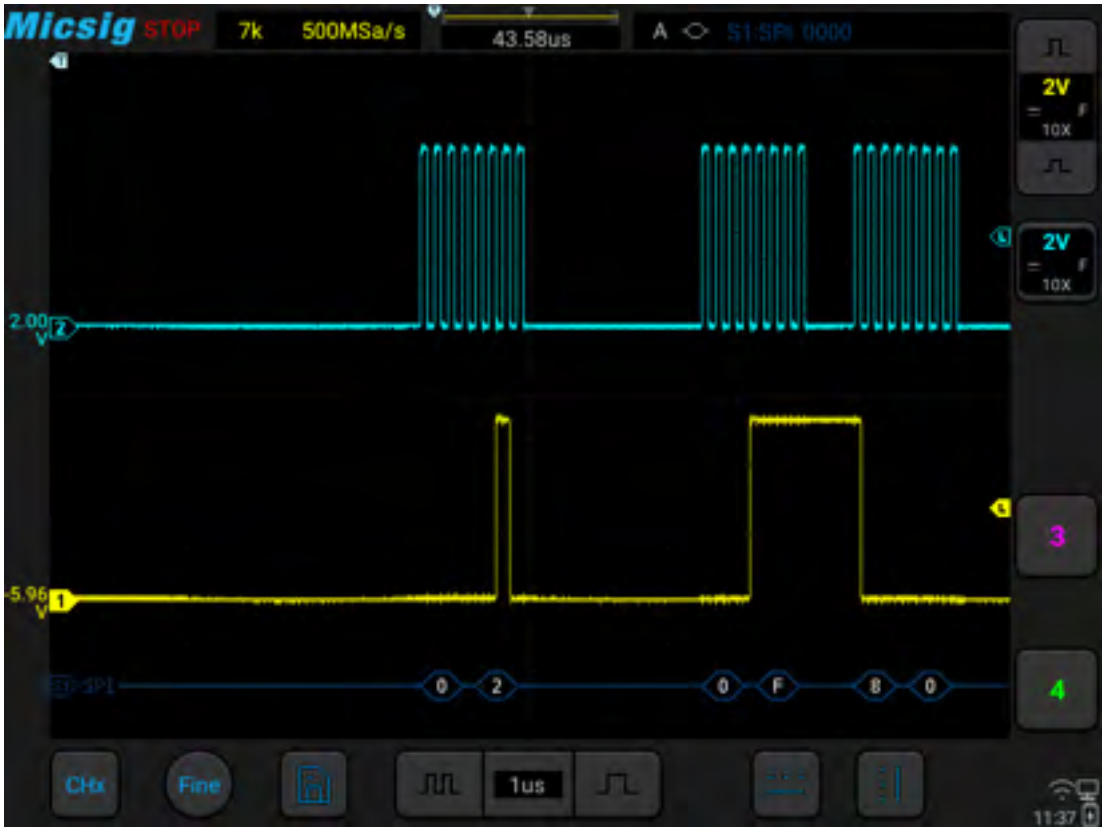

Figure 12-20 SPI Graphic Interface
(1) Tap S1 to open the decode channel, and click S1 again to open the bus configuration menu;
(2) Select the bus type as “SPI”, click clock as “Ch1” rising edge, the data is “Ch2” high level, and the data word length is “4bit”;
(3) Open the trigger setting menu, click data on the touch screen, and use the virtual soft keyboard to set the data to be matched as “0001”;
(4) Adjust the threshold levels of two channels according to signal amplitude; the SPI trigger graphic interface is shown in Figure 12-20: